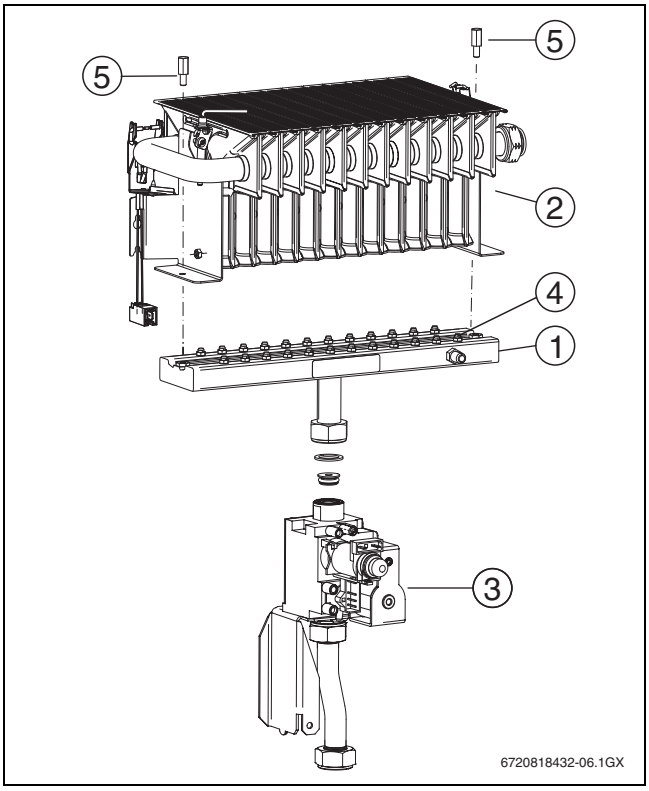

Fig. 50
- ▶ Dévisser les 2 vis (→ fig. 50, [5])
Légende figure 50 :